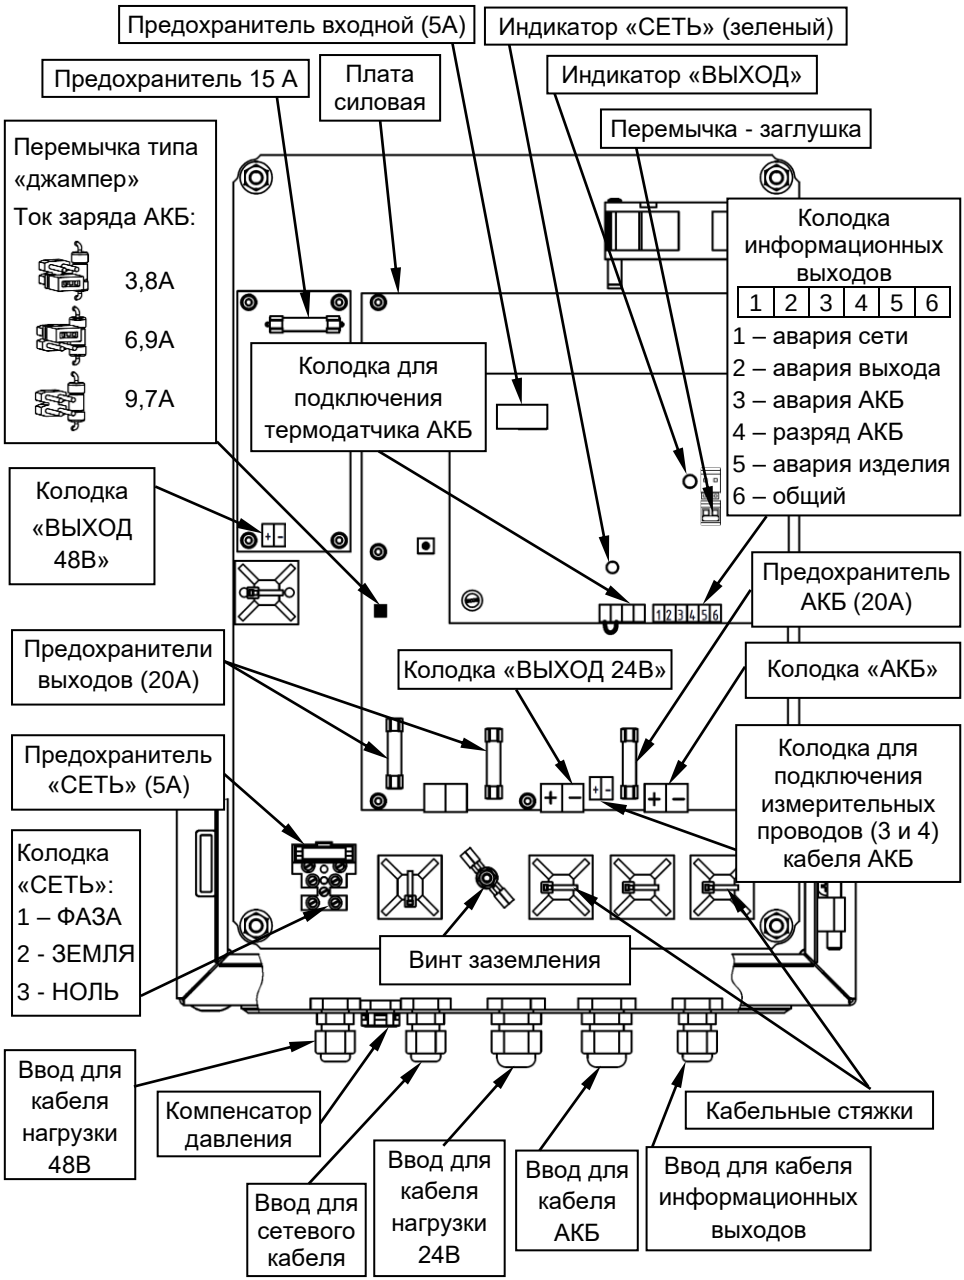

Рисунок 2 - Вид изделия с открытой дверцей
Подвод проводов сетевого питания, выходной нагрузки и АКБ осуществляется через герметичные кабельные вводы, установленные на нижней стенке корпуса (см. рисунок 2). При открытой дверце осуществляется доступ к печатным платам изделия и расположенными на них предохранителям, перемычкам, клеммным колодкам и индикаторам «СЕТЬ» (зеленого цвета) и «ВЫХОД 24 В» (красного цвета).
Изделие обеспечивает ограничение тока заряда АКБ. Выбор одного из трех значений ограничения тока заряда АКБ осуществляется установкой/удалением соответствующей перемычки типа «джампер» (см. рисунок 2) в соответствии с рекомендациями таблицы 2.
Схемой источника предусмотрен разъем, контакты которого замкнуты предустановленной перемычкой-заглушкой (заводская установка). Разъем расположен на плате управления (см. рисунок 2) и предназначен для подключения внешнего управляющего контакта «ВЫХОД» (например: контакт внешнего реле, кнопки или тумблера).
Подключение внешних цепей к изделию в соответствии с назначением клемм подключения (см. рисунок 2) следует выполнять в следующей последовательности:
- провод заземления подключить к клемме 2 (ЗЕМЛЯ) на колодке «СЕТЬ» (см. рисунок 2);
- установить перемычками требуемое значение ограничения тока заряда АКБ (см. рисунок 2 и таблицу 2);
- проверить наличие и исправность предохранителей, расположенных на плате силовой и плате управления (см. рисунок 2);
- подключить с соблюдением полярности к клеммам колодок «ВЫХОД 24В» и «ВЫХОД 48В» кабели питания нагрузок (см. рисунок 2);